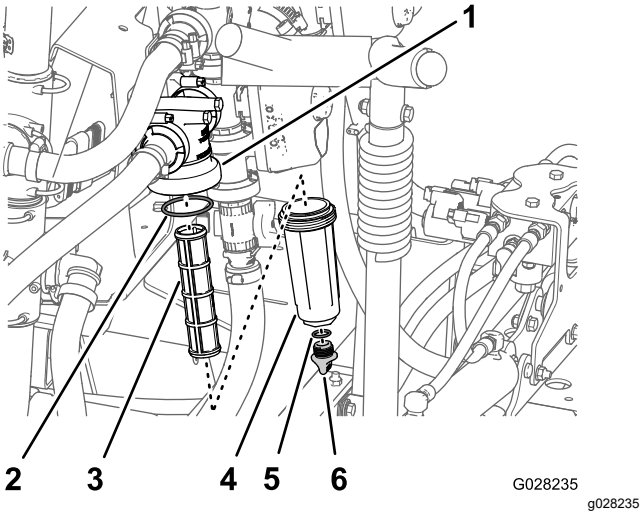

**Figur 114**
2. Placera ett kärl under tryckfiltret (Figur 114).
3. Vrid avtappningspluggen motsols och ta bort den från tryckfiltrets skål (Figur 114).
4. Vrid skålen moturs och avlägsna den från filterhuvudet (Figur 114).
5. Ta bort det gamla tryckfiltret (Figur 114).
6. Kontrollera att avtappningspluggens o-ring (sitter på insidan av skålen) och skålens o-ring (sitter på filterhuvudets insida) inte är slitna eller skadade (Figur 114).
7. Montera det nya tryckfiltret i filterhuvudet (Figur 114).
8. Montera skålen på filterhuvudet och dra åt för hand (Figur 114).
9. Montera pluggen i skålen och dra åt den för hand (Figur 114).